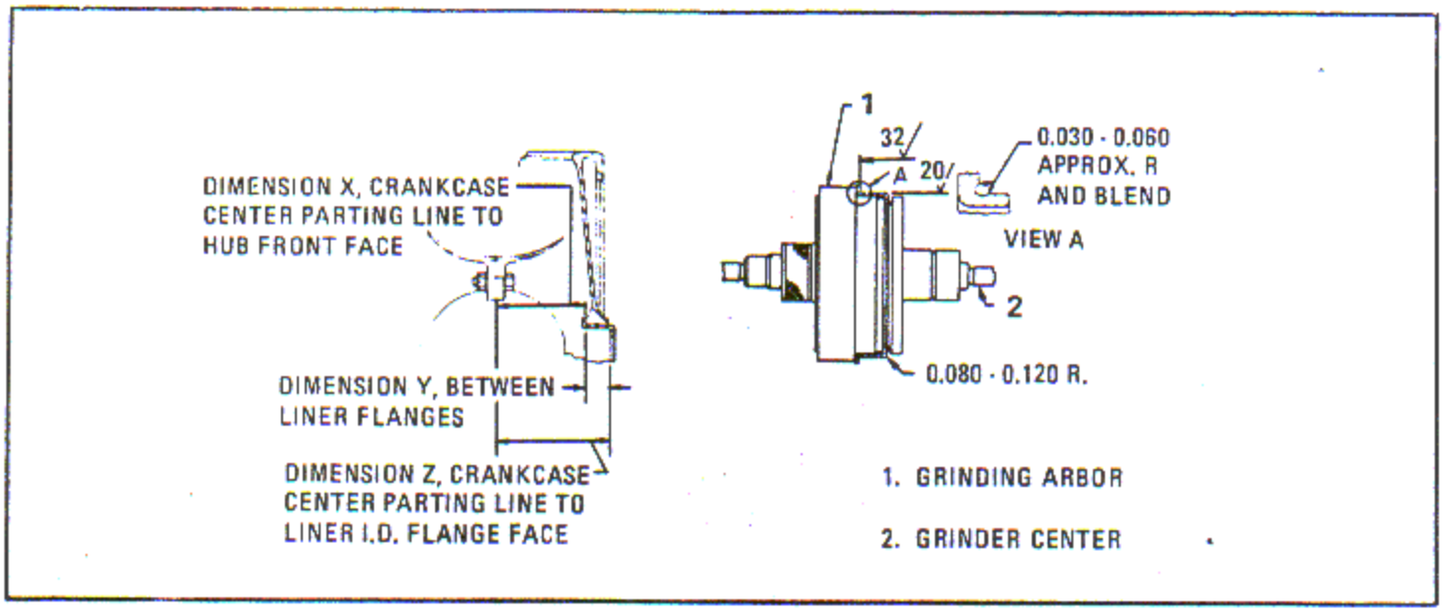

Figure 6-87. Grinding Rear Main Bearing Liner
a. Subtract recorded dimension X from the required finished dimension Z to obtain the necessary finished dimension Y between the liner flanges. See figure 6-87.